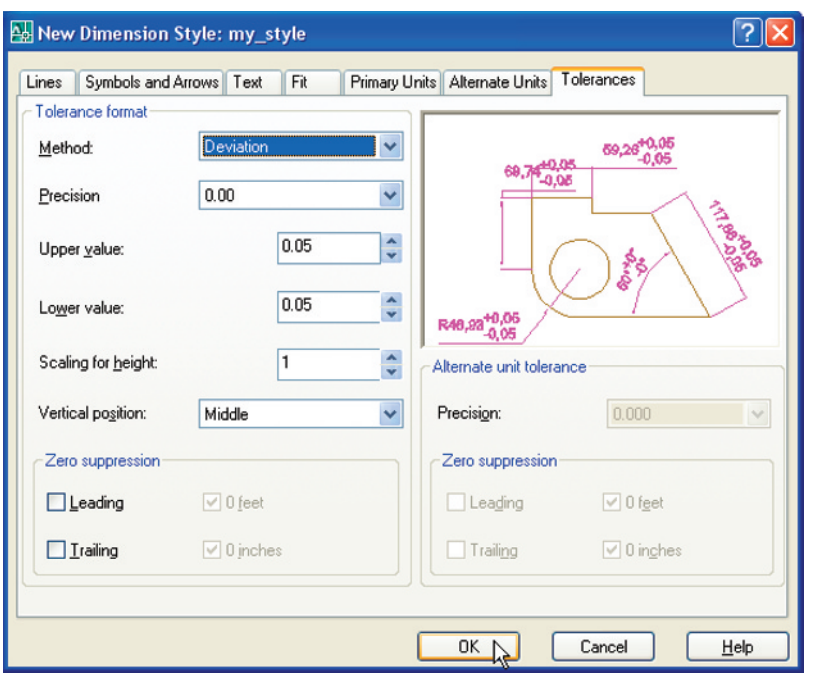

Fig. 6.22 The **Tolerances** sub-dialog of the **Dimension Style manager**
3. *Click* the **Tolerances** tab and in the resulting sub-dialog, make settings as shown in Fig. 6.22. *Left-click* the **OK** button, then in the main dialog, *click* the **Set Current** button, followed by a *left-click* on the **Close** button.